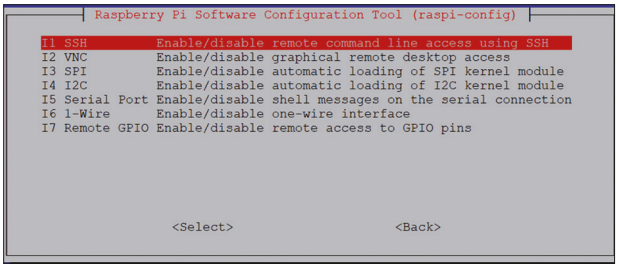

Figure 10.35 Highlight SSH and press Enter to activate it.
- Highlight **SSH** and press Enter (Figure 10.35)